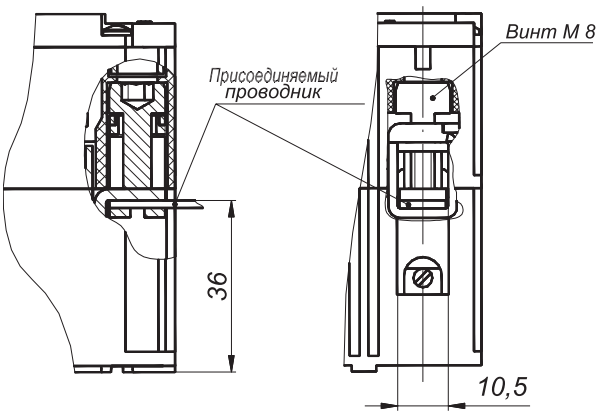

***Рисунок 2 -*** *Способы присоединения внешних проводников к выключателю*
- подсоединить внешние проводники к главной цепи выключателя (рисунок 2);